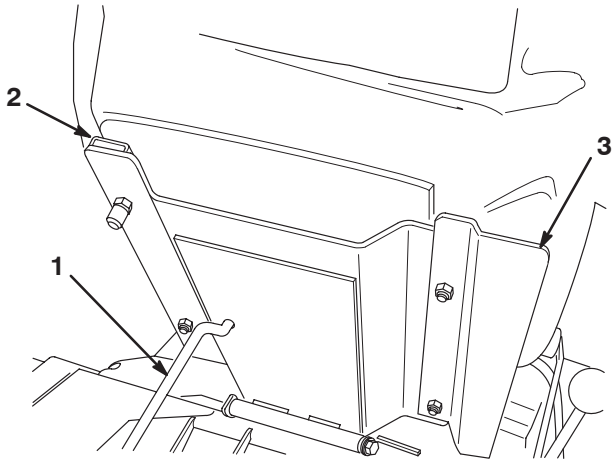

Figur 6
3. Säkra sätet, sätespanelen och sätesskenorna på sätesstödet med låsmuttrarna (5/16 tum) som medföljer bland de lösa delarna (fig. 6). Montera sätespanelen på höger sida, placerad på det sätt som visas i figur 6.